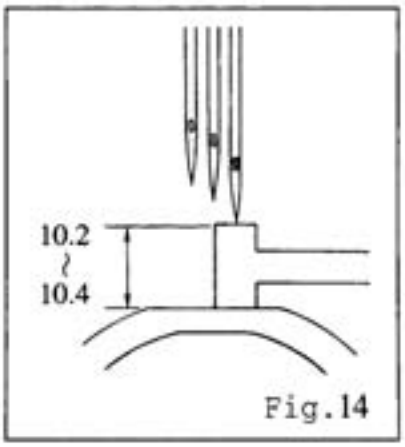
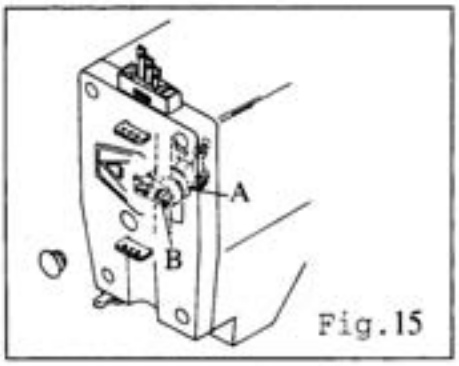
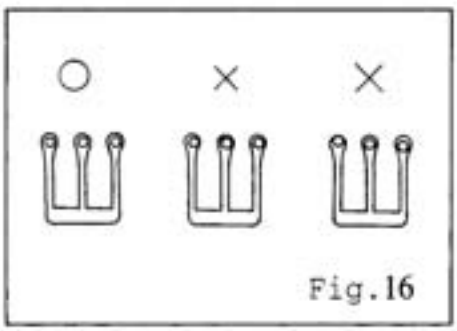

Fig.14
Fig.15
Fig.16
1. 先将针棒升到最高处，此时最长针的针尖与针板的距离为10.2mm~10.4mm。（图14）
2. 若需调整时，请先打开机头前盖之止油胶盖，放松针棒连杆(A)上的螺丝(B),上下调整针棒的高度后再固定之。（图15）
(1) 针必须完全装入针镩孔最顶端。
(2) 经过针棒高度调整后，必须要确定每一根针皆通过针板的针孔正中央，不可以偏斜，且三根针需成平行。（图16）
1. Please lift the Needle Bar to the highest position. During this time, the standard height between the longest right needle point and the Needle Plate are 10.2 ~ 10.4mm. (Fig 14).
2. If you want to adjust the height of Needle Bar, please remove the rubber plug of front cover and loose the screw(B) on Needle Bar Rod(A).
Adjust the Needle Bar up or down to require height and fix the screw (A). (Fig 15)
(1) Be sure insert the needle into the Needle Holder as far as it can go.
(2) After the Needle Bar adjustment, make sure that every needle passes through the center of the needle hole on the Needle Plate. Besides, the three needles must be in parallel and the gap must be even. (Fig 16)